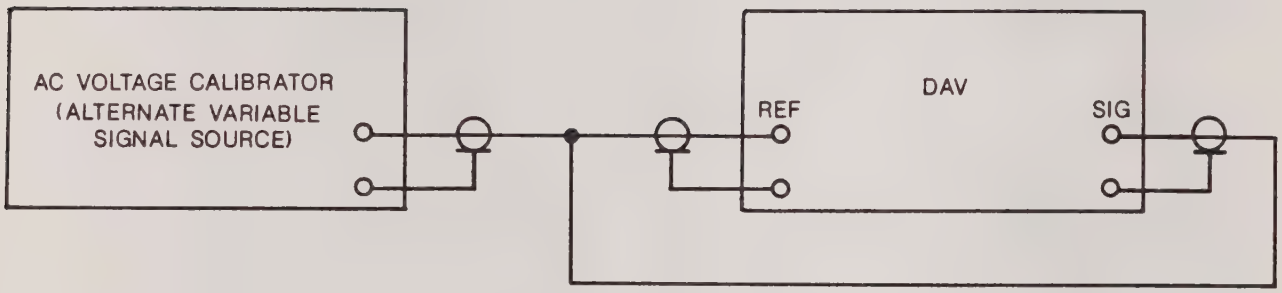

Figure 3-20. Front End A11/A14 (P/N 787505-1) Frequency Response Adjustment, Alternate Test Setup Diagram
1. Set up equipment as shown in figures 3-19 or 3-20. (Figure 3-20 is an alternate test setup which incorporates an ac voltage calibrator, if available.)
5. Connect variable signal source through Low Frequency Ratio Box (figure 3-19) or directly (figure 3-20) to DAV REF and SIG inputs.